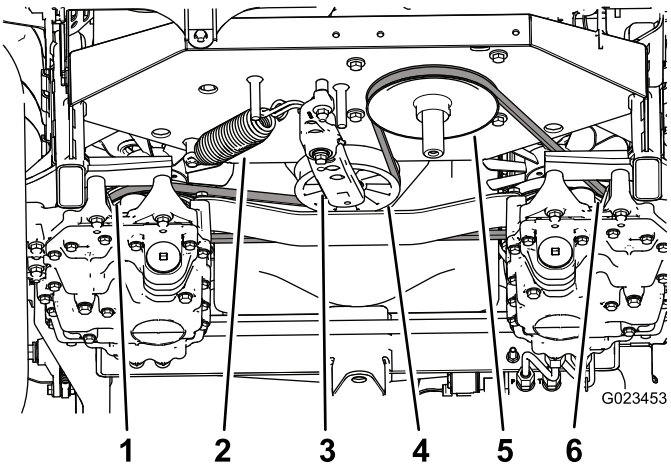

Figur 57
3. Brug en skralde i det firkantede hul i spændearmen som en modvægt mod spændefjederen (Figur 57), og fjern remmen fra spænderemskiven.
4. Tag spændefjederen af spændearmen og stellet (Figur 57).
9. Monter fjederen på spændearmen og stellet (Figur 57).